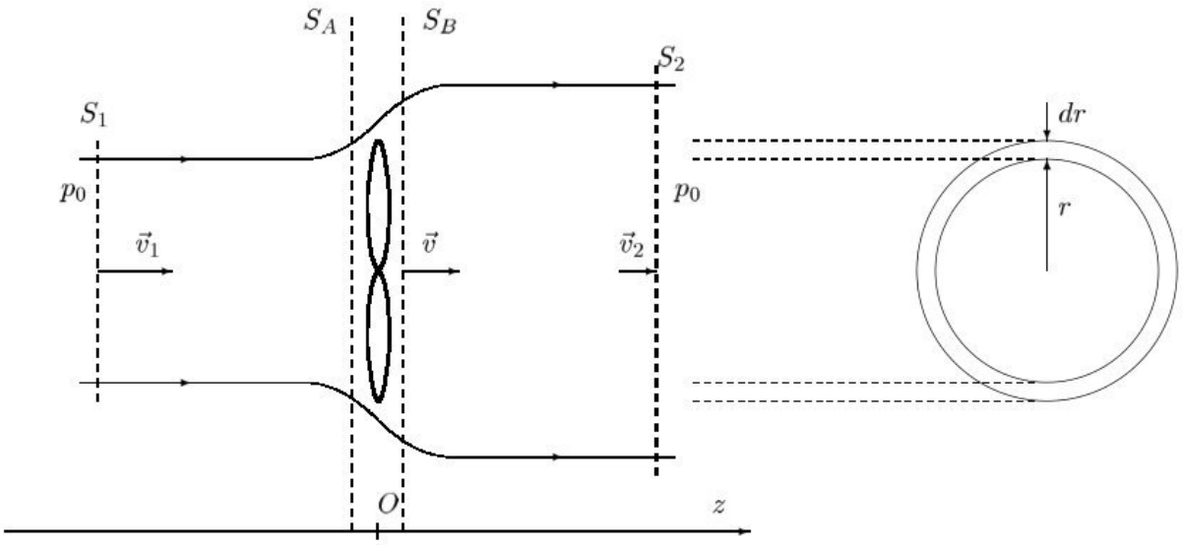

Figure 1: Écoulement axial de l'air autour d'une hélice
On s'intéresse dans cette partie au modèle d'écoulement axial de l'air autour de l'hélice d'une éolienne, située en $z = 0$ (voir figure 1), en faisant les hypothèses suivantes :
**1.1.3**. On désigne par $D_{m,1}$, $D_m$ et $D_{m,2}$ les débits massiques de l'air à travers les sections $S_1$, $S$ et $S_2$ respectivement du tube de courant de la figure 1. Montrer que ces débits massiques sont égaux : $D_{m,1} = D_m = D_{m,2}$.
Les expressions de la puissance extraite et du couple appliqué sur les pales, peuvent être obtenues en considérant l'écoulement de l'air à travers un élément annulaire du tube de courant de rayon $r$, d'épaisseur $dr$ et de section $dS = 2\pi r dr$ (figure 1). Les rayons du tube de courant correspondant sont notés $r_1$ au niveau de la section $S_1$ et $r_2$ au niveau de $S_2$.
**2.1.2.1.** Écrire les expressions des débits de moment cinétique, par rapport à l'axe $Oz$, à travers les sections annulaires du tube de courant situées au niveau de $S_1$ et $S_A$ de la figure 1, de rayons respectifs $r_1$ et $r$, et d'épaisseur $dr$. On notera $\omega_1$ et $\omega_A$ les vitesses angulaires de rotation de l'air au niveau de ces sections annulaires.